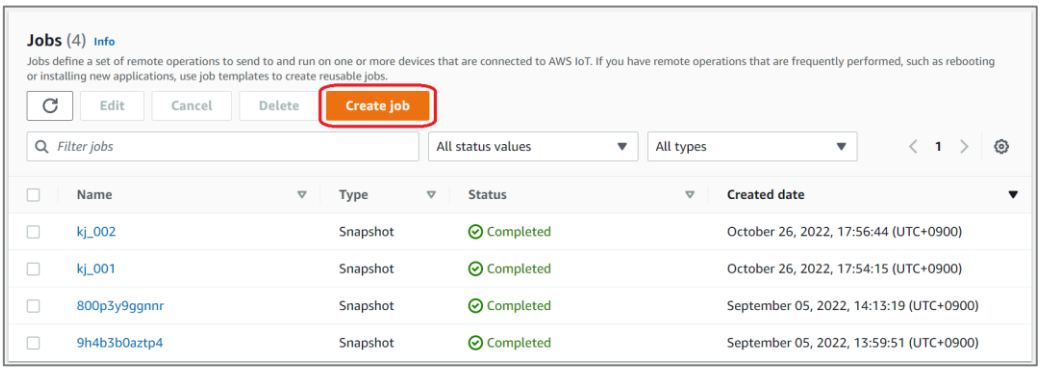

Figure 94. Create job
1. In the AWS Management Console, go to **IoT core** > **Manage > Remote Actions** > **Jobs,** and click **Create job**.Figure 94. Create job